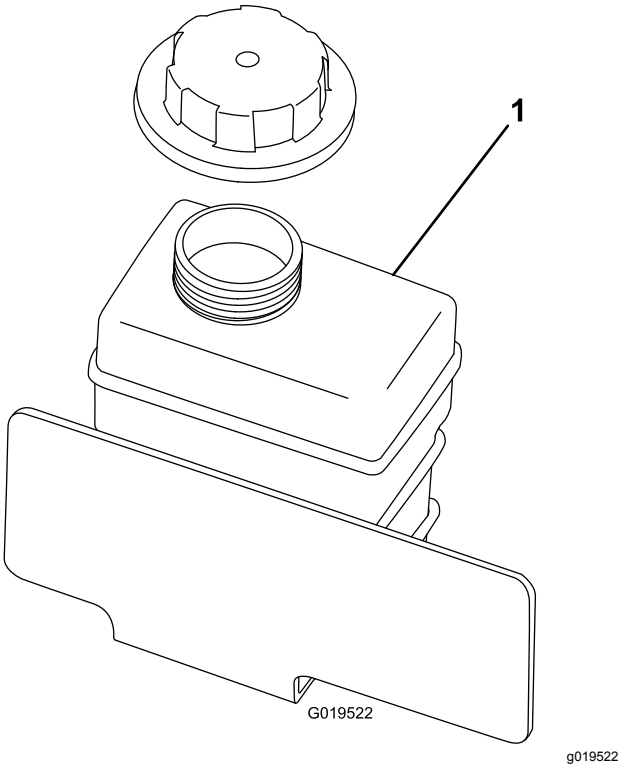

**Figur 67**
4. Kontroller kjølemiddelnivået ved reservetanken (Figur 67).